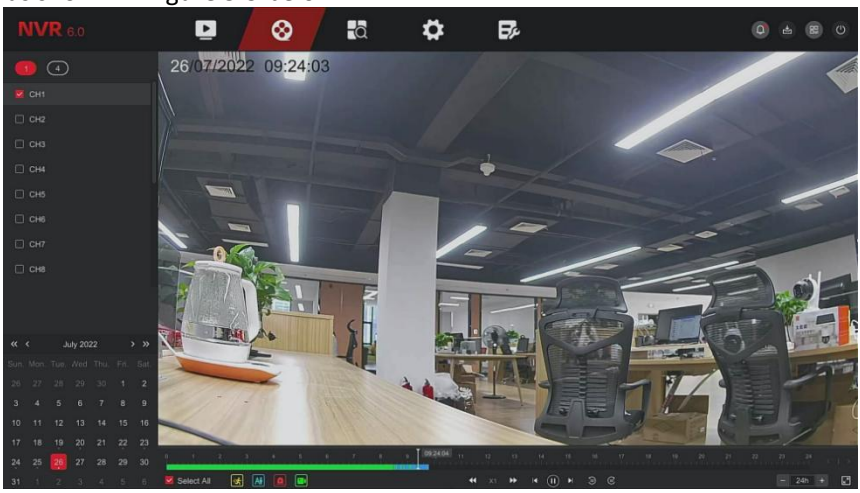

Figure 5-9
2. Click " " , and the display interface starts toplayback the recording, as shown in Figure 5-9 below.